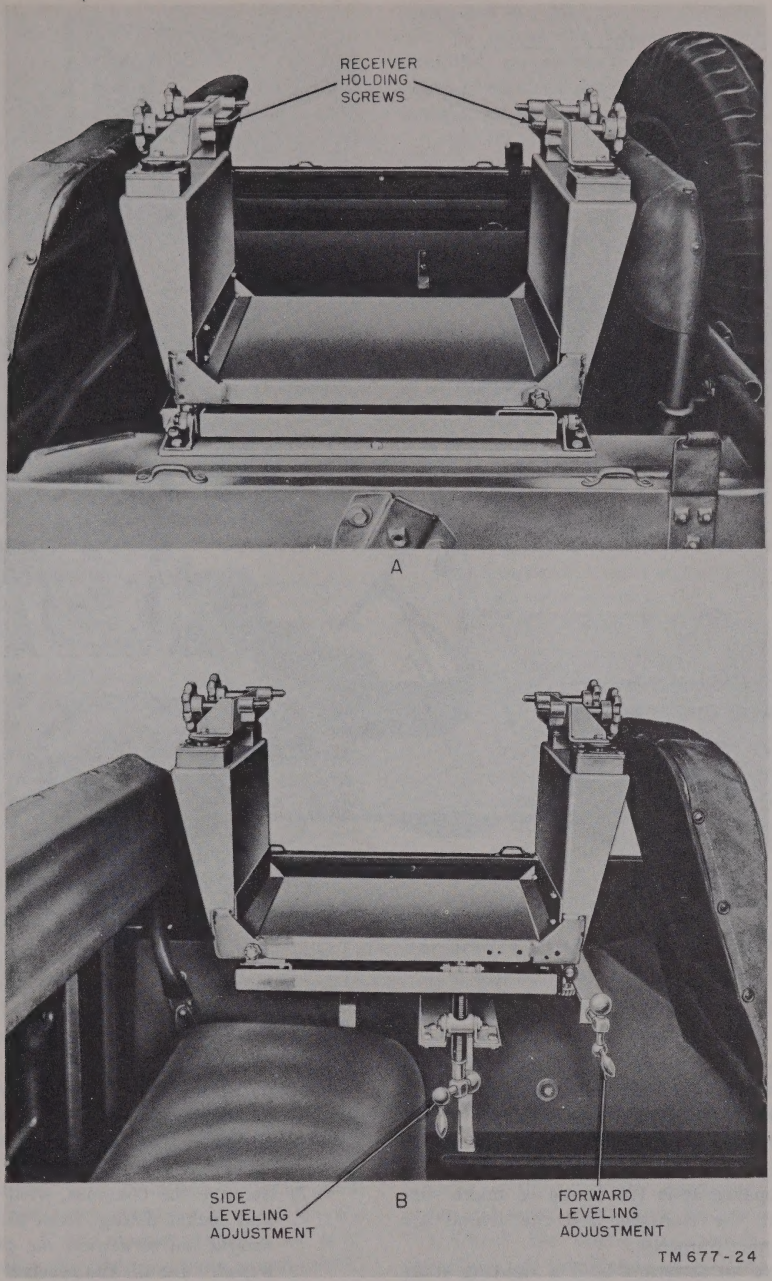
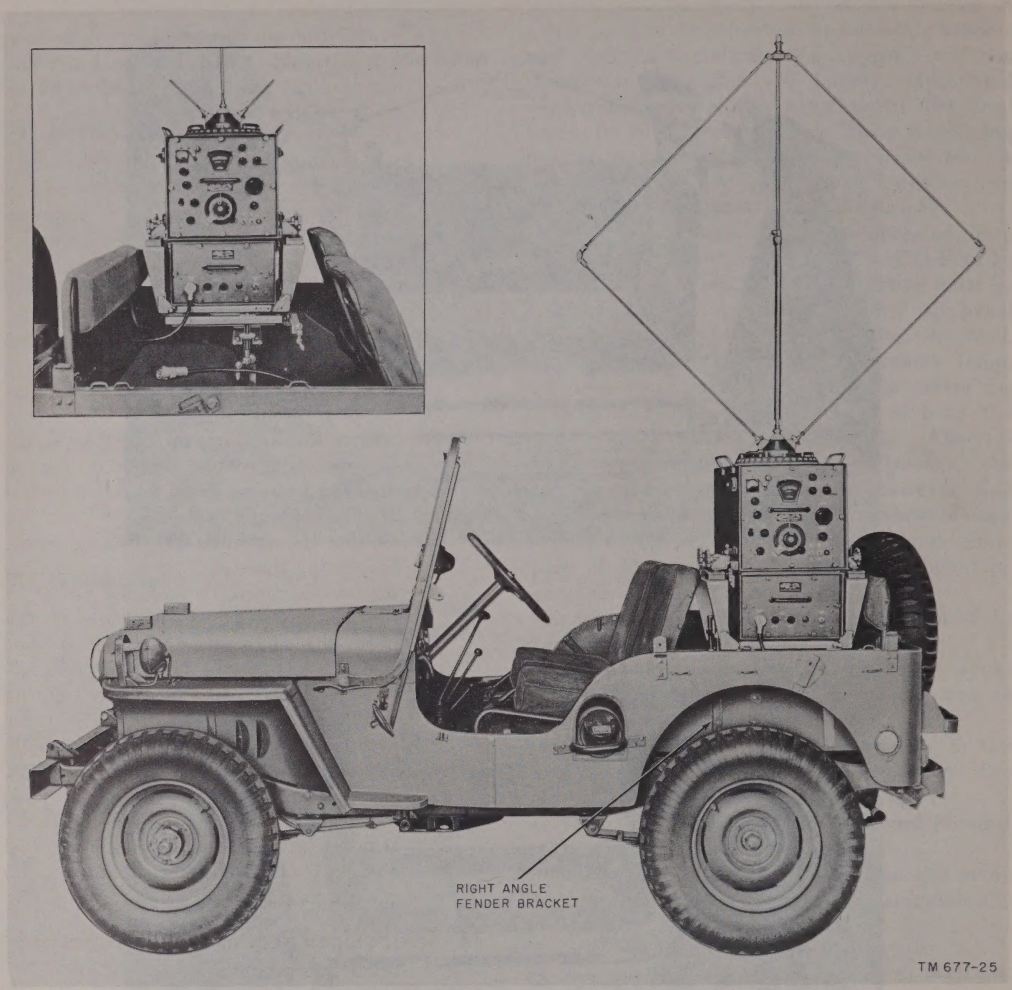

Figure 24. Direction Finder Set Support MT-1283/PRD-1 (jeep mounting bracket).
Figure 25. Equipment mounted in jeep.
a. If the equipment is to be mounted on a jeep, a suitable mounting bracket must be attached to the jeep. Figure 24 shows the jeep mounting bracket supplied with the equipment. Figure 25 shows the direction finder set mounted in a typical position in a jeep. The mounting bracket must be rigidly fastened in a location in a manner that the weight of the mounting bracket and equipment (160 pounds, approx.) will not cause the installation to vibrate. Additional reinforcement must be supplied to the jeep fender by adding a right-angle fender reinforcing bracket, such as shown in figures 25 and 86. A detailed view of all brackets and hardware can be found in the exploded view of figure 87.
(1) Mount the receiver on top of the dynamotor-power supply or battery box as described in paragraph 26.
(2) Slide or lift the unit into place in the mounting bracket, and tighten the receiver holding screws (A, fig. 24).
(3) Level by eye; use the side and forward leveling screws (B, fig. 24).
(4) Orient the set; use the tripod and compass method described in paragraph 33